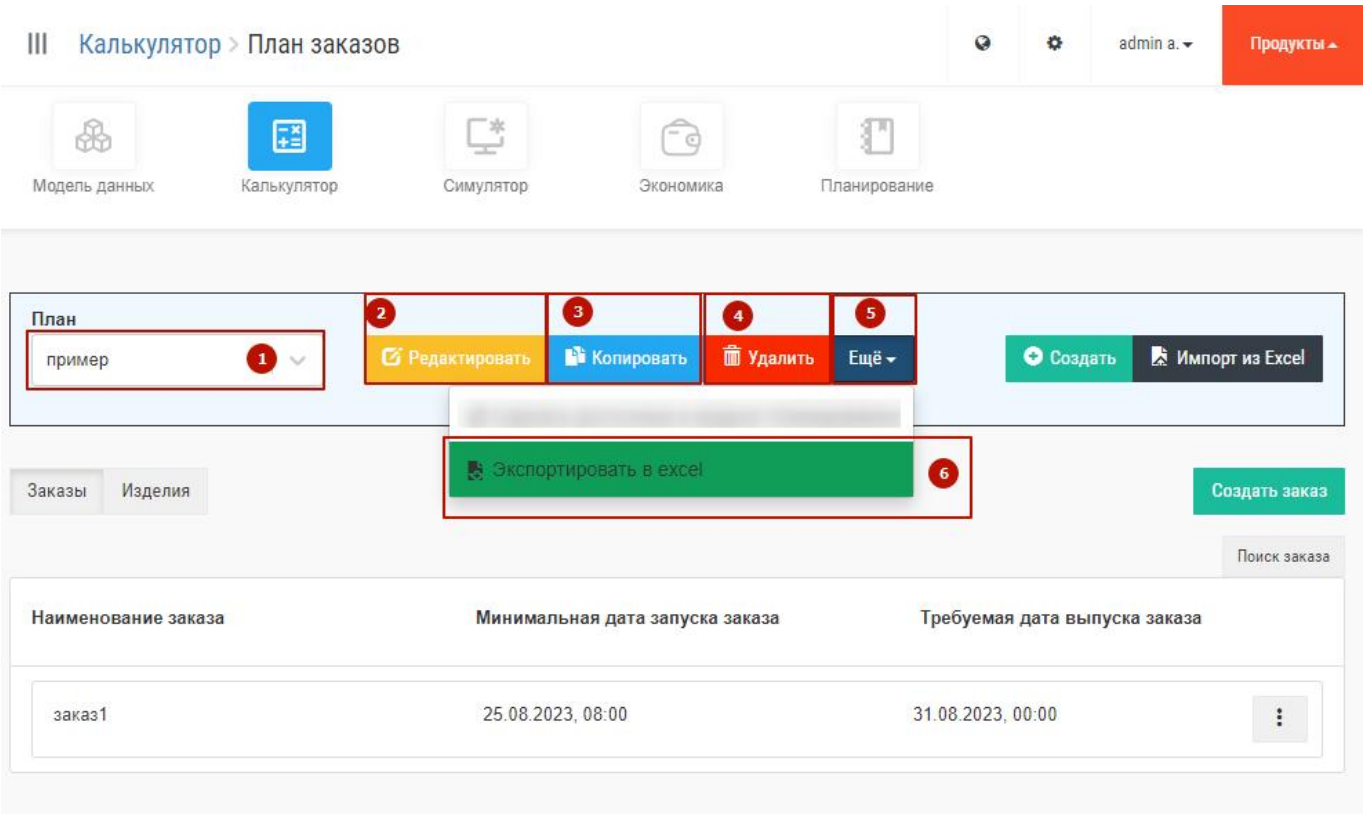

Рис. 25 – План заказов основной экран
Пример основного экрана интерфейса работы с заказами показан на Рис. 25.
- Выбор необходимого плана. Для выбора плана нужно в поле «План» нажать на стрелку «вниз» (1 на Рис. 25), выбрать строку с нужным планом и подтвердить выбор нажатием клавиши «Enter» или левой кнопки мыши.
- Редактирование наименования плана. Для редактирования наименования нужно нажать на кнопку «Редактировать», затем в появившемся окне ввести новое наименование плана и нажать на кнопку «Сохранить» (2 на Рис. 25). Для выхода из появившегося окна без сохранения необходимо нажать левой кнопкой мыши в любом месте экрана вне этого окна.
- Копирование плана. Для копирования плана нужно нажать на кнопку «Копировать» (3 на Рис. 25). Система скопирует план и добавит в название плана окончание «Копия_0». Затем название плана можно будет отредактировать.
- Удаление плана. Для удаления плана нужно нажать на кнопку «Удалить» (4 на Рис. 25). После нажатия кнопки появится новое окно с запросом на подтверждение удаления плана. Для удаления необходимо нажать кнопку «Да», для отмены действия нажать в «Нет».
- Экспорт плана в Excel. Для экспорта текущего плана в Excel, необходимо нажать на кнопку «Еще», а затем в появившемся меню нажать на кнопку «Экспортировать в Excel» (5 + 6 на Рис. 25). После этого в правом нижнем углу появится уведомление о соответствующем действии.